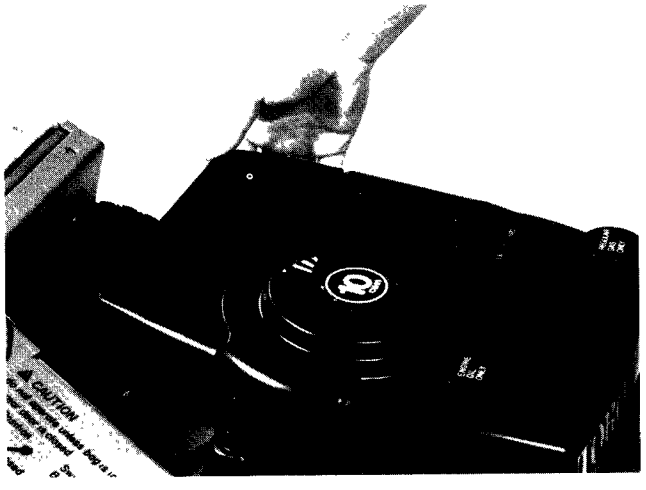

Figure 30
1. Place fingers under cover and lift it up (Fig. 30). Clean cover if it is dirty.